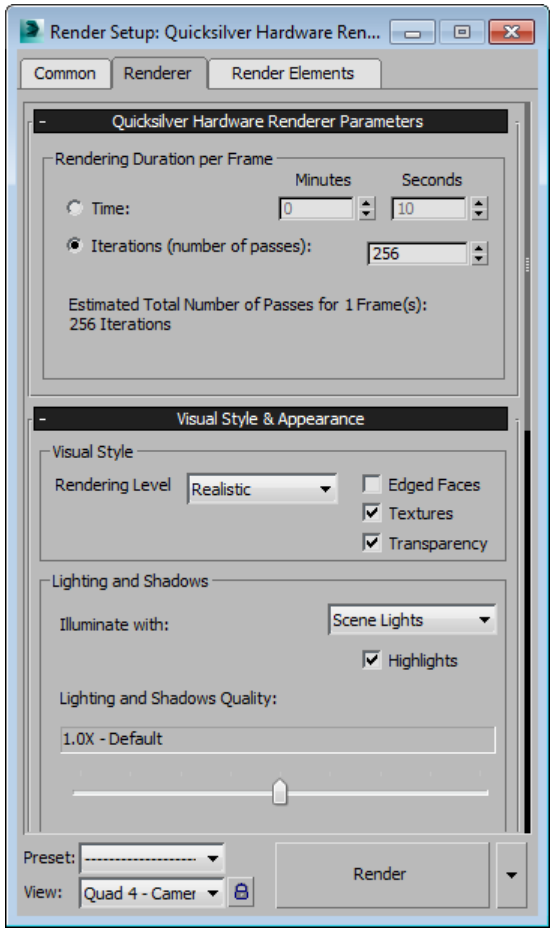
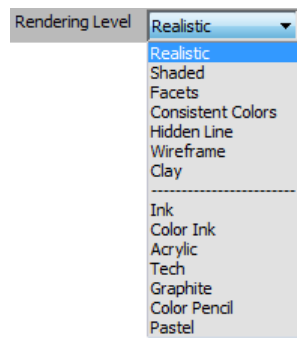

*Figure 2-43 The **Render Setup: Quicksilver Hardware Renderer** dialog box*
*Figure 2-44 The **Rendering Level** drop-down list*
3. Choose the **Renderer** tab; various rollouts will be displayed, refer to Figure 2-43. In the **Visual Style** area of the **Visual Style & Appearance** rollout, various options are available in the **Rendering Level** drop-down list, as shown in Figure 2-44.